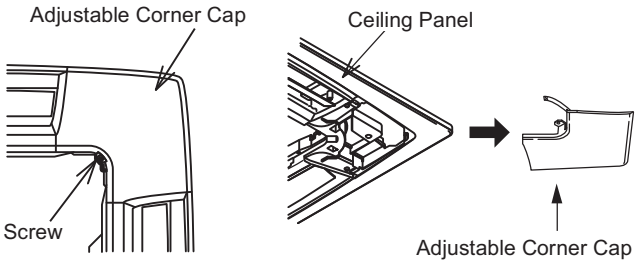

Fig. 8-2
(1) Remove the air inlet grill.
(2) Remove the screw holding the adjustable corner cap, slide the cap to the side and remove it. (Fig. 8-2)